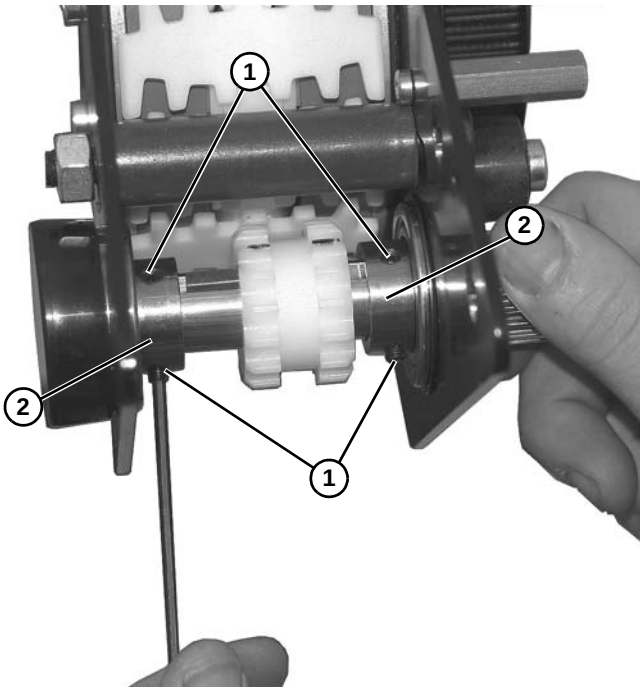

Figure 112
15. Loosen four set screws **(Figure 112, item 1)** on two bearings **(Figure 112, item 2)**.